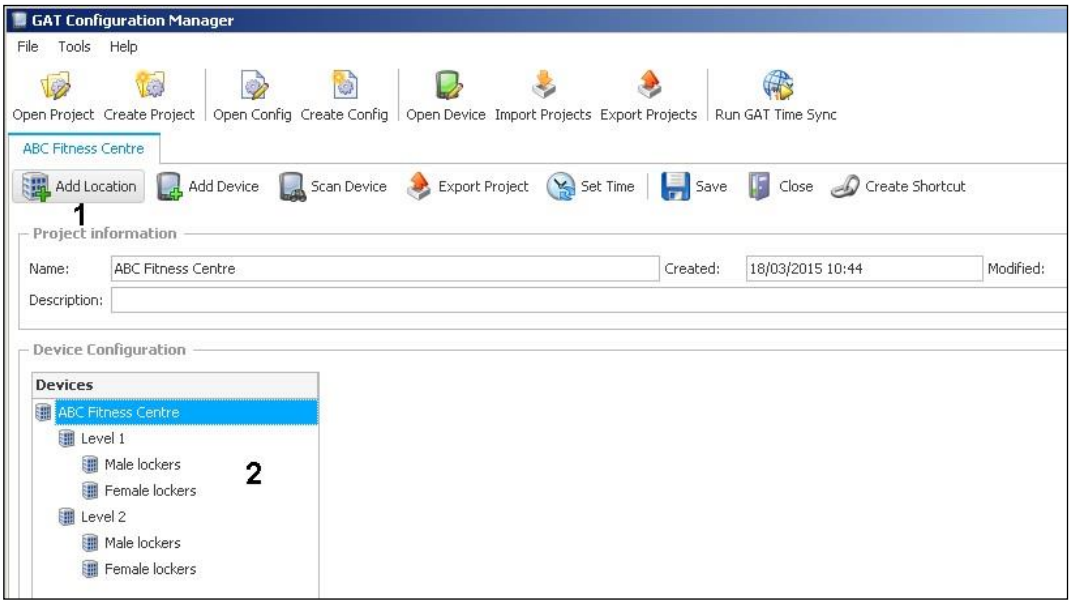

***Figure 5.2** – GAT Config Manager – Add location*
► Once a project is established, locations and sub-locations for the project can be added to the “Devices” directory (2 in Figure 5.2) by clicking on the “Add location” button (1 in Figure 5.2).